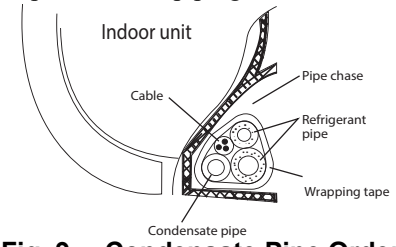

Fig. 9 —Condensate Pipe Ordering
- While routing the condensate from right to left, behind the unit, make sure all the piping is wrapped and placed in the piping chase as shown in Fig. 9.